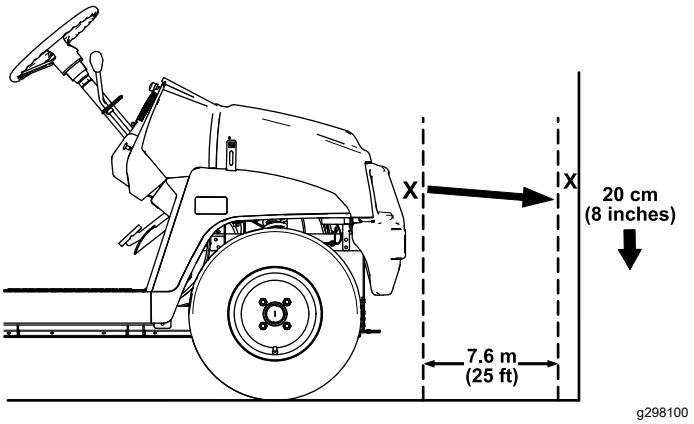

Figur 40
1. Parkera maskinen på ett plant underlag med strålkastarna ca 7,6 m från en vägg (Figur 40).
Den ljusstarkaste delen av ljuskäglan ska vara 20 cm nedanför markeringen du gjorde på väggen (Figur 40).